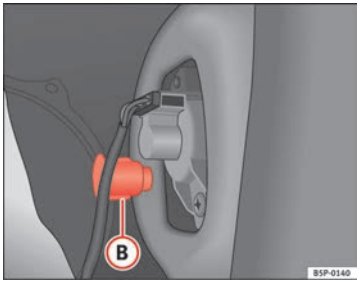

Fig. 192 Side lights and brake lights
– Unscrew the plastic fitting ⇒ fig. 192 (B) securing the tail light. Inserting a screwdriver under the plastic fitting may help to loosen it.